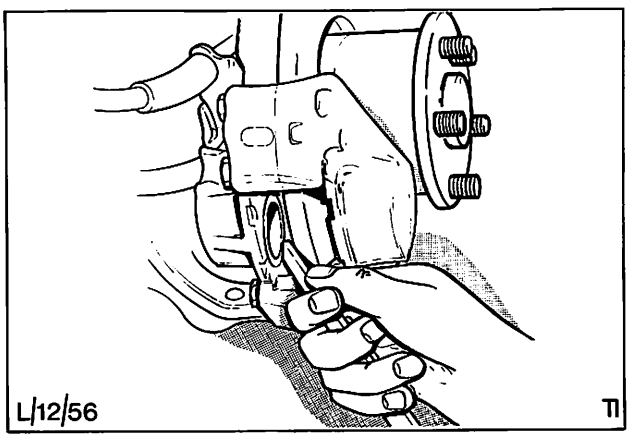

Abb. 29 Kolben mit Montierhebel in die Bremssattelbohrungen zurückdrücken
6. Um die neuen Bremsklötze einbauen zu können, Kolben, wie in Abb. 29 gezeigt, mit einem flachen Montierhebel in die Bremssattelbohrungen zurückdrücken. Darauf achten, daß die Kolbenringe nicht beschädigt werden.